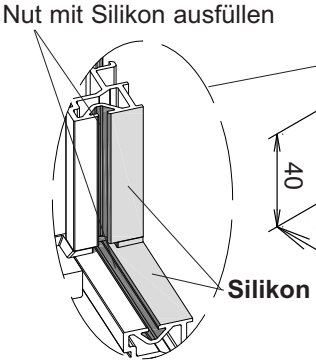
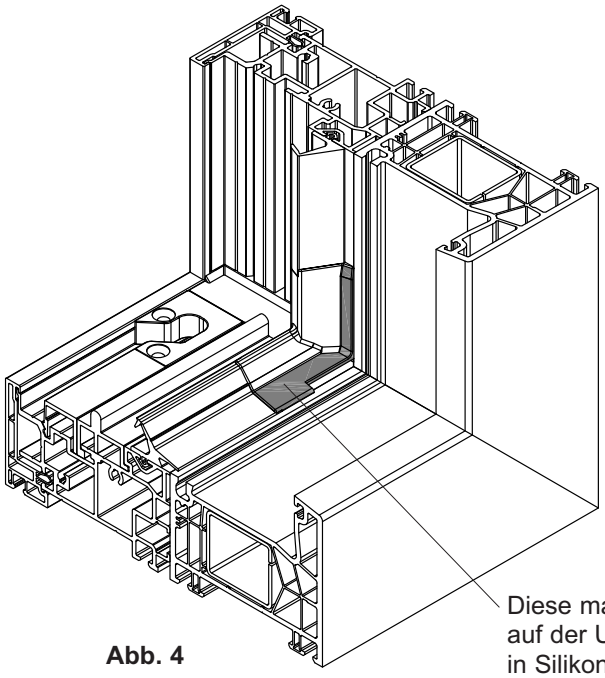

Abb. 3
Abb. 4
- Bevor die Eckdichtung eingesetzt werden kann, muss die Aufnahmenut über die Länge der Eckdichtung mit Silikon befüllt werden (Abb. 3). Anschließend wird die Dichtung eingesetzt und die markierten Dichtlippen rundherum mit Silikon abgedichtet (Abb. 4 + 5).